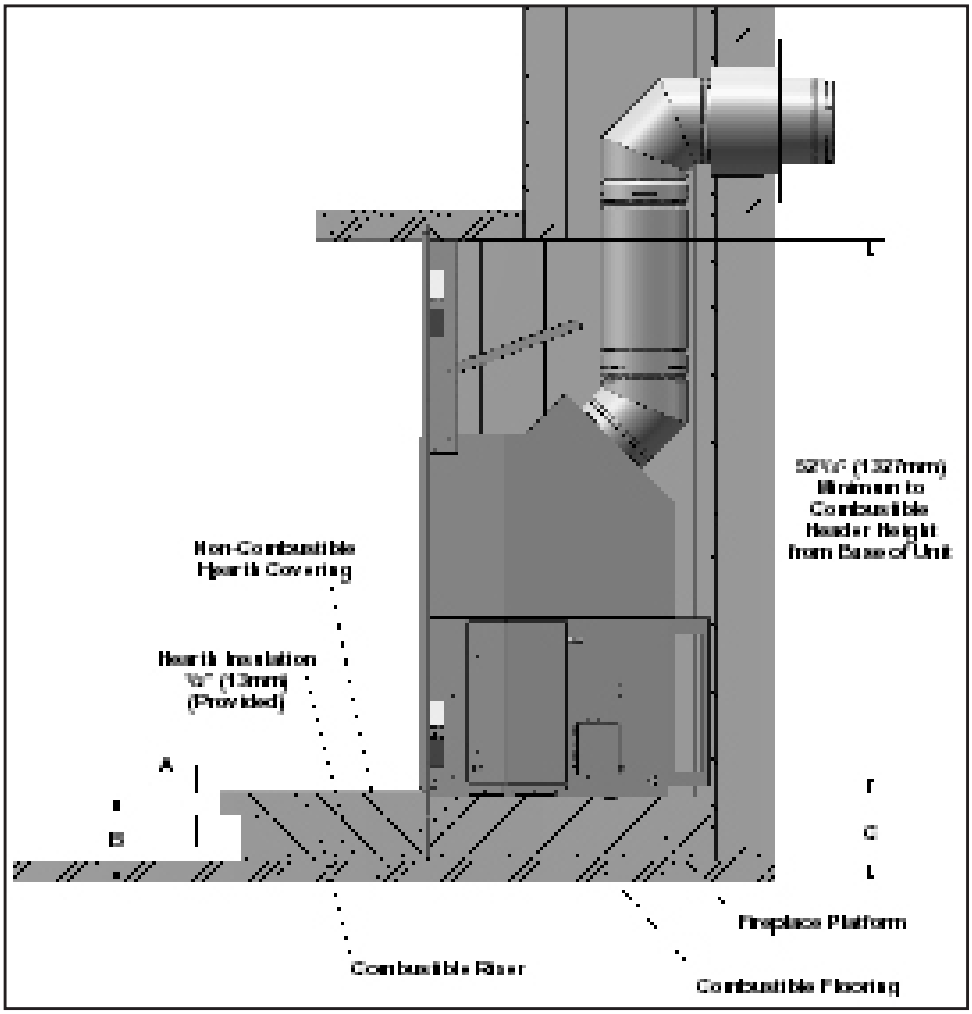

Figure 14. Typical Framing for a Raised Hearth - Detailed.
Figure 14 shows a raised hearth made of a wooden construction hearth riser (B), covered with the insulation board provided and then covered with non-combustible slate (A). The thickness of the riser (B) is 4" (102mm). The thickness of the slate (A) is 2" (52mm). A+B=C which is 6" (152mm). In summary, the fireplace must be raised by the same thickness of any material added in front of the fireplace, with exception of the ½" (13mm) Hearth Insulation Board that was provided with the unit.